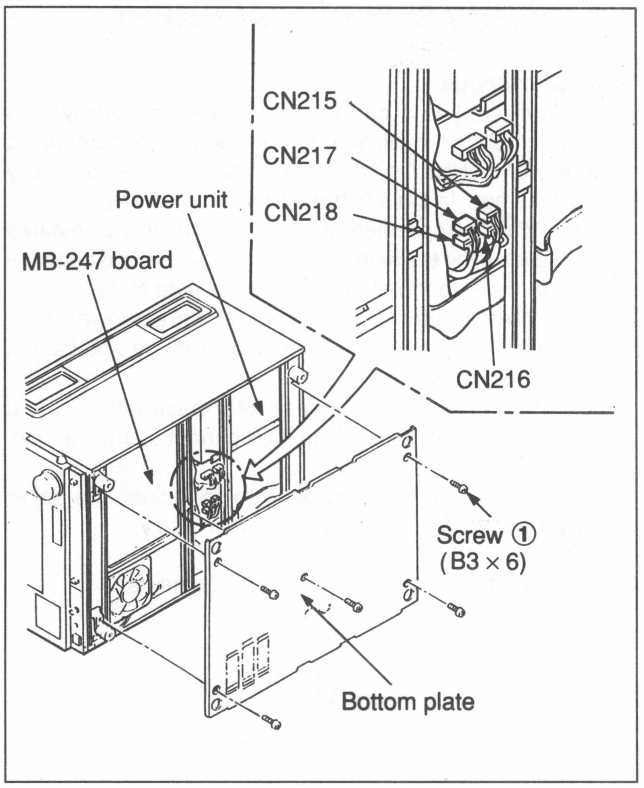

Fig. 7-3-1 Bottom Panel Removal
1. Bottom Panel Removal (Refer to Fig. 7-3-1.)
2. Harness Removal (Refer to Fig. 7-3-1.)